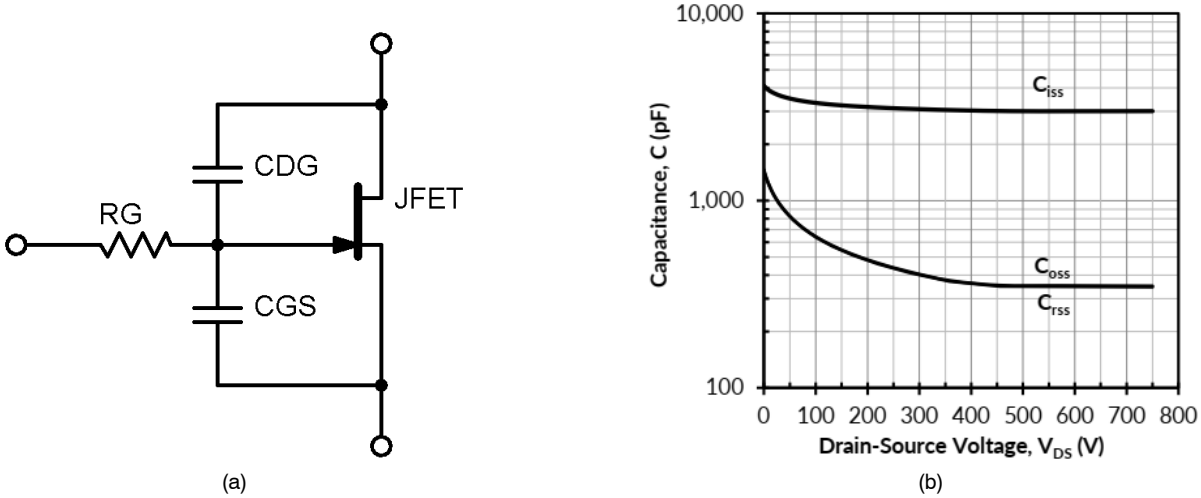

Figure 3. (a) onsemi SiC JFET Symbol with Intrinsic Capacitances and Gate Resistance (b) UJ4N075004L8S Capacitances versus V_{DS}
Figure 3(a) shows a JFET symbol with drain-gate capacitance (CDG), gate-source capacitance (CGS), and on-chip gate resistance (RG). The input capacitance C_{iss} in the graph of Figure 3(b) is the parallel combination of the drain-gate (same as C_{rss}) and gate-source capacitances, and we see that most of the input capacitance is from the gate-source capacitance. A unique feature of **onsemi** Gen3 and Gen4 SiC JFETs is the lack of drain-source capacitance, resulting from no P−N junction in the drain-source current path and no body diode feature. Output capacitance C_{oss} is the parallel combination of drain-source and drain-gate capacitances, and it is directly related to chip size regardless of technology (JFET, MOSFET, IGBT, etc.). Because the drain-source capacitance is practically zero, all the output capacitance is from the drain-gate capacitance, designated as C_{rss}. This is why C_{oss} and C_{rss} are equal in the capacitance graph in Figure 3(b). This is a desirable feature for circuit protection and relay applications, and it has significant implications for switch-mode applications.